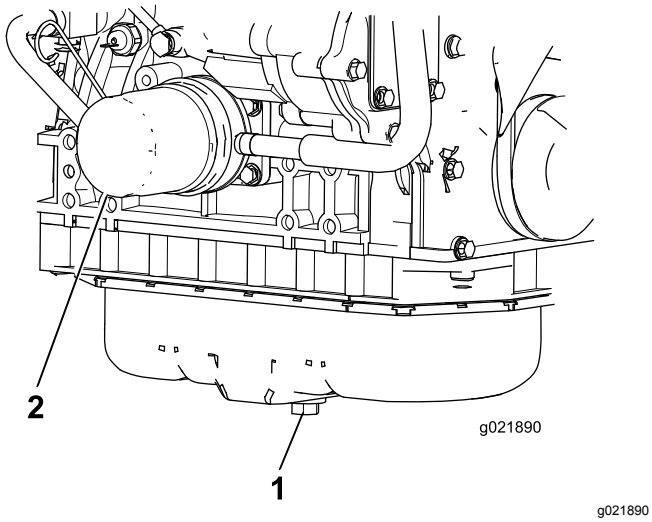

Figur 60
1. Fjern aftapningsproppen (Figur 60), og lad olien flyde over i aftapningsbeholderen. Når al olien er drænet, skal aftapningsproppen monteres.
2. Fjern oliefilteret (Figur 60). Smør et tyndt lag ren olie på det nye filters pakning, før det skrues på. **Overspænd ikke.**